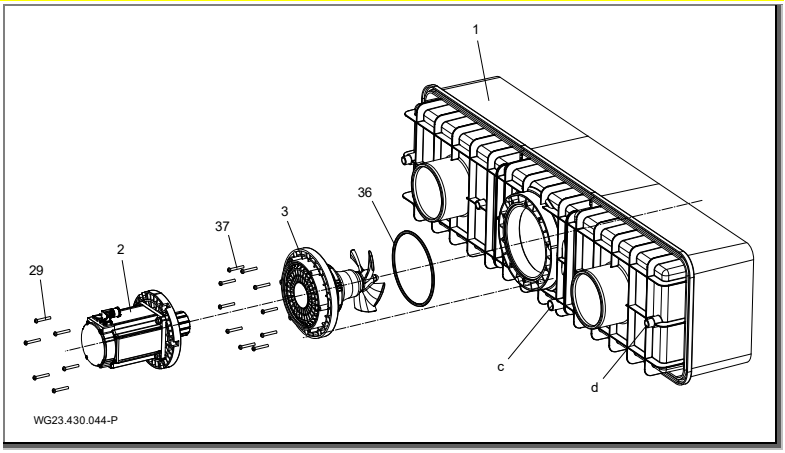

Fig. 15
1. Sgrassare il bocchettone di raccordo (d, (Fig. 15)) dell'alloggiamento in plastica (1) e la presa di collegamento della guaina di protezione cavi (12) con un detergente PVC-U/ABS.